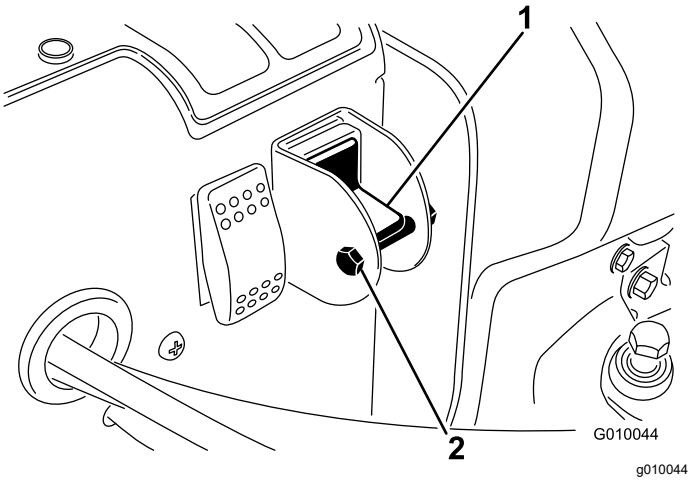

Rysunek 21
4. Odkręć śrubę i nakrętkę zabezpieczającą z przełącznika (Rysunek 21).